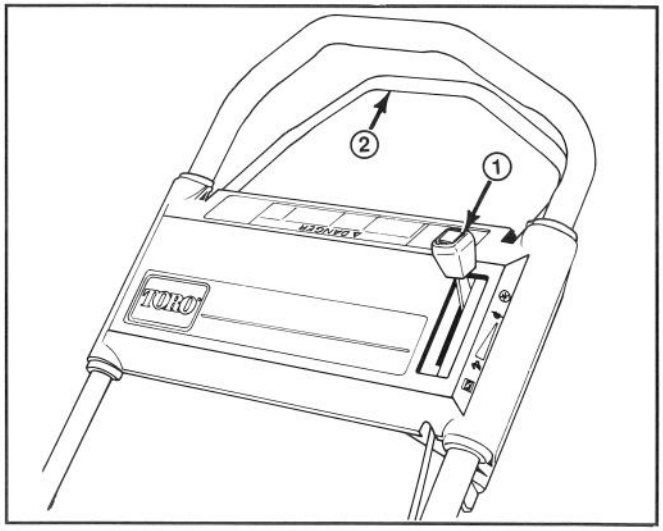
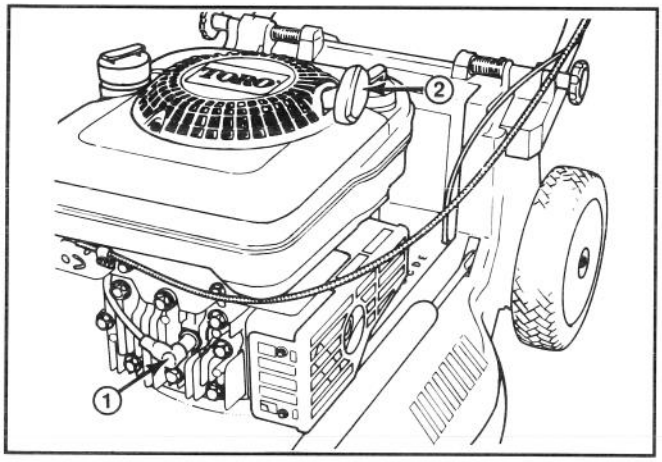
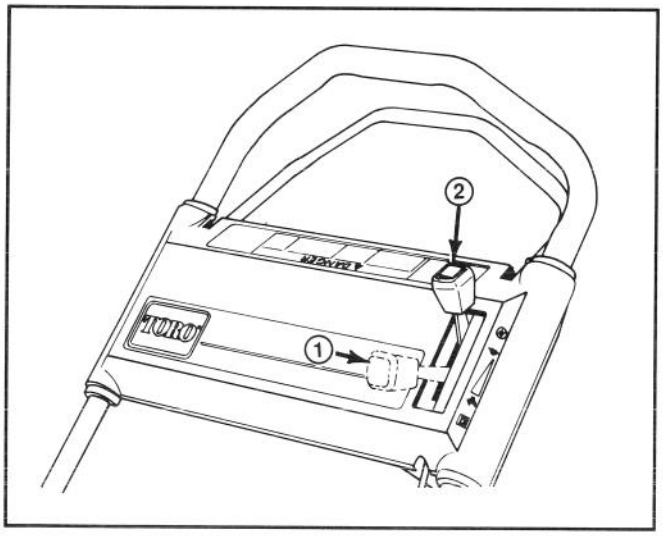

Abbildung 7
Abbildung 8
Abbildung 9
STEUERVORRICHTUNG—Gashebel und Antriebshebel (nur Modell mit Selbstantrieb) befinden sich am oberen Griff (Abb. 7). Der Seilstarter befindet sich am Motoroberteil (Abb. 8).
1. Das Zündkerzenkabel auf die Zündkerze stecken. (Abb. 8).
2. STARTEN—Den Gashebel auf CHOKE stellen (Abb. 9). Den Seilstarter ziehen (Abb. 8) bis das Spiel überwunden ist; dann fest anziehen, um den Motor zu starten. Startet der Motor, den Gashebel auf "schnell" oder die gewünschte Geshwindigkeit schieben.
3. STOPPEN (Abb. 9)—Zum Stoppen des Motors den Gashebel in die AUS-Stellung zurückschieben. Das Kabel von der Zündkerze abziehen, wenn der Mäher unbeaufsichtigt ist oder nicht verwendet wird.
1. Den Motor abstellen und das Kabel von der Zündkerze abziehen (Abb. 8).
2. Den Gashebel auf "schnell" stellen (Abb. 9).